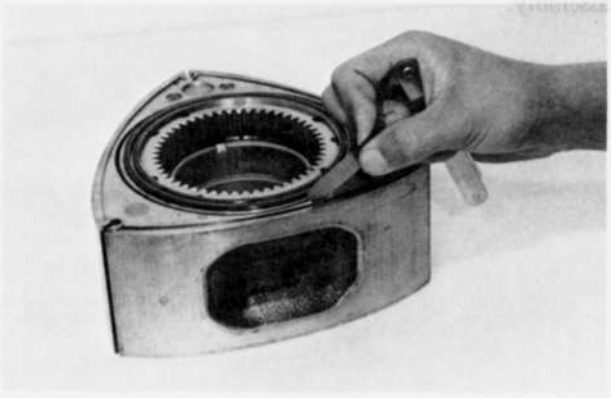

Fig. 1–47 Checking side seal clearance
4. Using a feeler gauge, check the clearance between the side seal and the corner seal with these seals installed on the rotor, as shown in Fig. 1–48. If the clearance exceeds **0.4 mm (0.016 in),** replace the side seal.